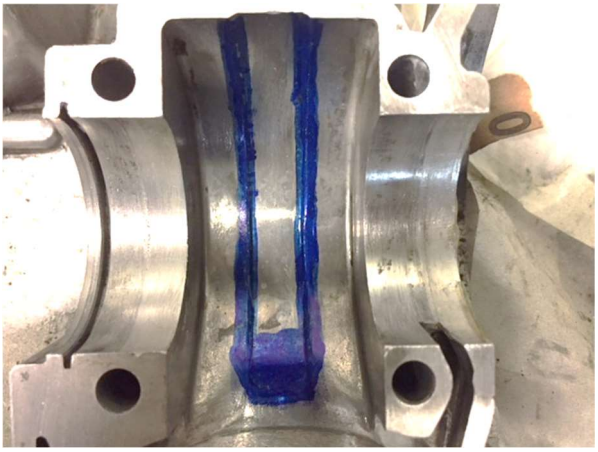

Abbildung 2: Markierter Bereich, in dem das Gehäuse ausgefräst werden muss
2. **Das Gehäuse muss daher im markierten Bereich (Abbildung 2) leicht ausgefräst werden:**